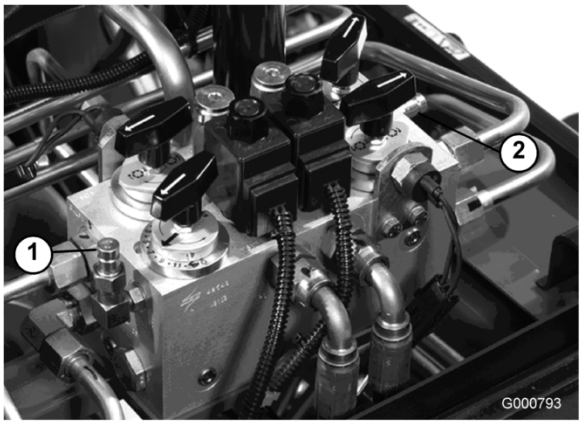

Figur 68
2. Testport B (Figur 68) benyttes til hjælp ved fejlfinding i de forreste klippeenheders hydrauliske kredsløb.
3. Testport C (Figur 68) benyttes til hjælp ved fejlfinding i de bageste klippeenheders hydrauliske kredsløb.